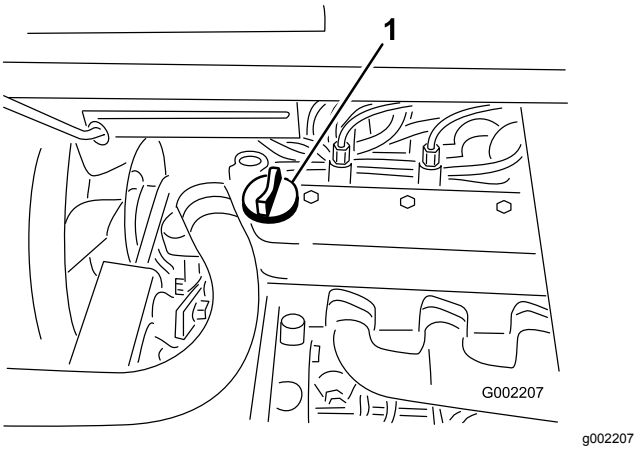

Figura 41
4. Si el nivel de aceite es bajo, retire el tapón de llenado de la cubierta de la válvula (Figura 41) y añada aceite por el orificio hasta que el nivel llegue a la marca Lleno de la varilla; el tipo y la viscosidad correctos figuran en la sección Mantenimiento del aceite de motor (página 41).